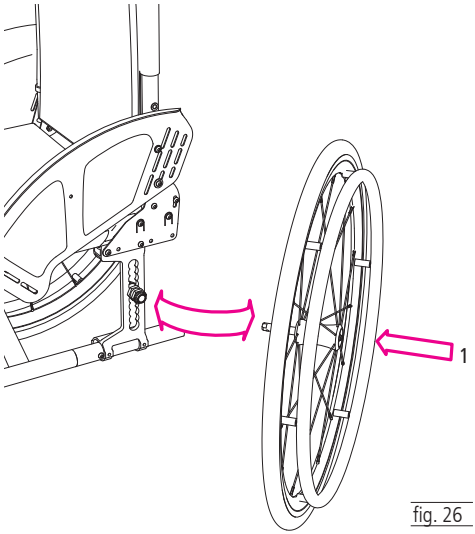

fig. 26
1. Premendo il pulsante al centro del mozzo si libera la ruota posteriore (1, fig. 26).